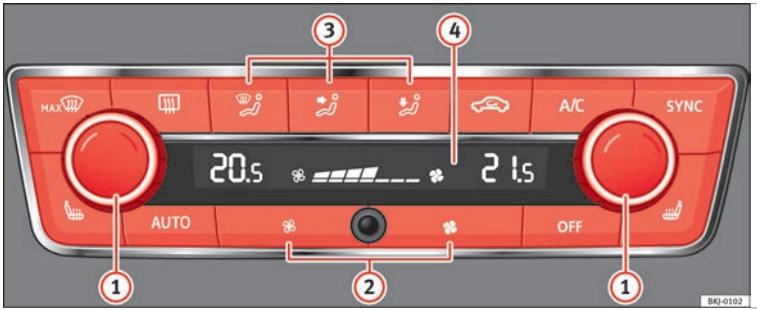

Fig. 176 Climatronic: elementos de manejo.
- Ajuste la potencia del ventilador a cero ››› fig. 176 ② o presione la tecla **OFF**.
- Pulse la tecla **AUTO** ››› fig. 176.
• Al conectar el encendido puede utilizar el mando (1) »» fig. 176 para ajustar la temperatura interior deseada.
• Pulse la tecla MAX »» fig. 176.